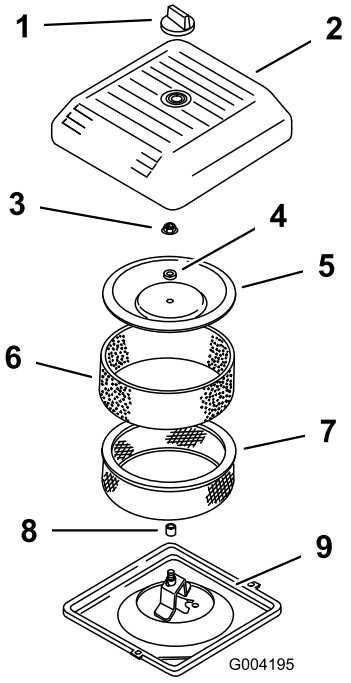

Figur 44
3. Skru løs knotten og ta luftrenserdekselet (Figur 44).
4. Skyv skumforfilteret forsiktig av papirelementet (Figur 44).
5. Skru opp dekselmutterne og fjern dekselet, avstandsstykket og papirelementet (Figur 44).
2. Plassert luftrenseren på luftrenserbasen (Figur 44).
3. Installer dekselet, avstandsstykket og fest det med dekselmutteren (Figur 44). Trekk til mutteren med et moment på 11 Nm.
4. Sett luftrenserdekslet på igjen, og fest med knotten (Figur 44).